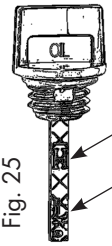

Fig. 25
- Leggere il livello dell'olio, vedi anche Fig. 25.
Tra la marcatura superiore e quella inferiore deve essere presente un velo d'olio. Se non vi è alcuna pellicola d'olio, il livello dell'olio è troppo basso (Fig. 25). Rabboccare con altro olio. H- Alto sta per massimo. L-Basso sta per minimo.